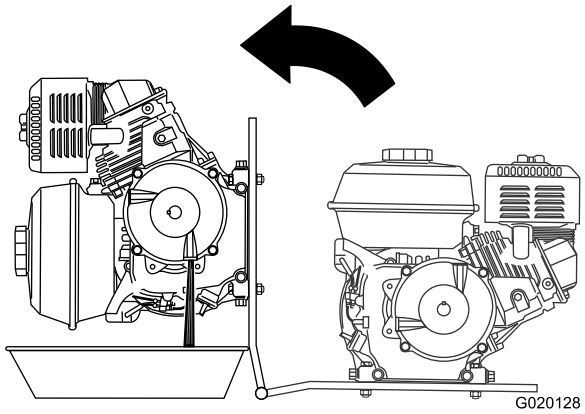

Figura 67
5. Coloque un recipiente junto a la bisagra de la chapa del motor (Figura 67).
6. Gire el motor sobre la bisagra de la chapa del motor, y vacíe el aceite de la caja reductora (Figura 67).